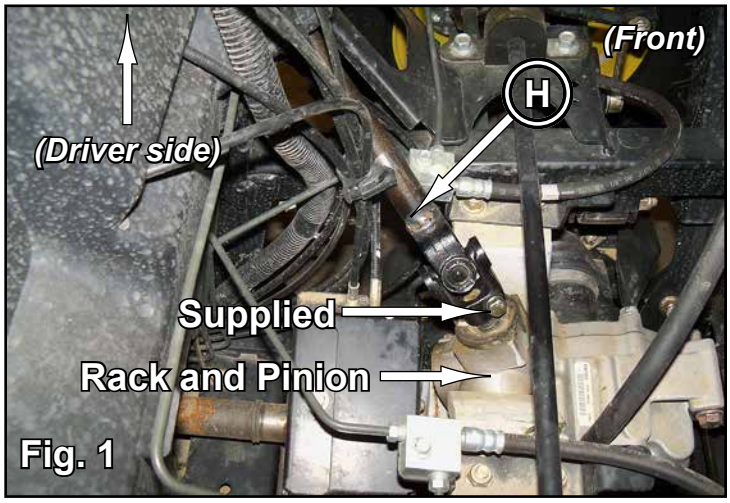

Fig. 1
1. Remove Steering Wheel (Steering Wheel Puller speeds this process), Snap Ring, and Screw. See Figs. 1 - 1a.
1. Remove Steering Wheel, Snap Ring, and Screw. See Figs. 1 - 1a.
1. Install Lower Shaft (H) through Firewall and connect to Rack and Pinion with supplied hardware. See Figs. 1 - 1a.